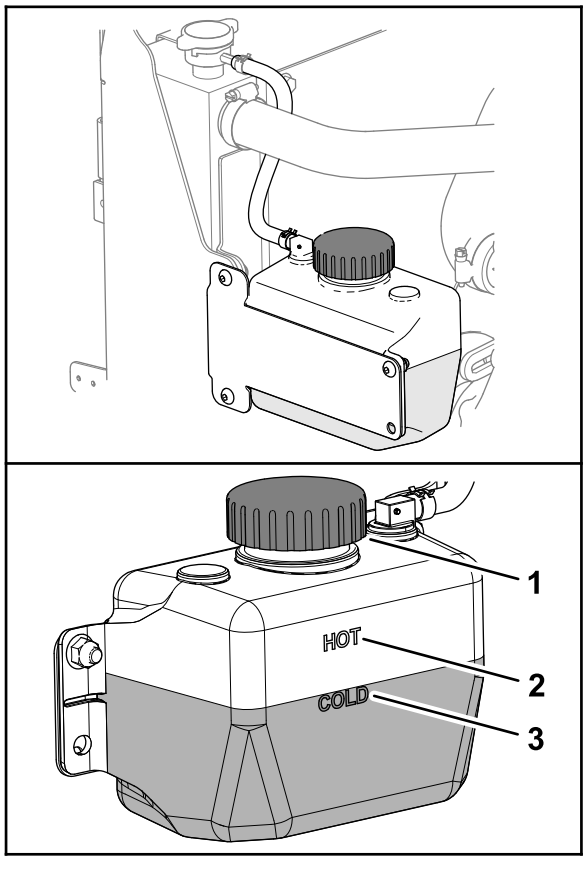

Рисунок 135
3. Проверьте уровень охлаждающей жидкости в бачке (Рисунок 135).